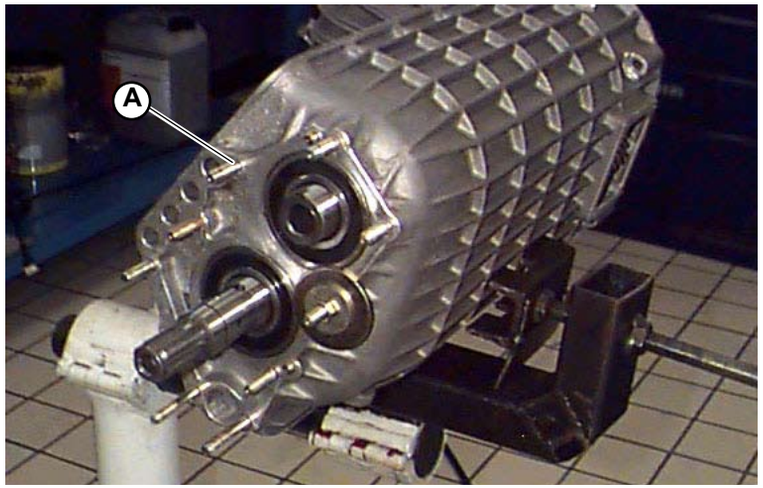

Fig.2
1. Unscrew the oil pump mounting screws (**A-Fig.2**) to the gearbox.